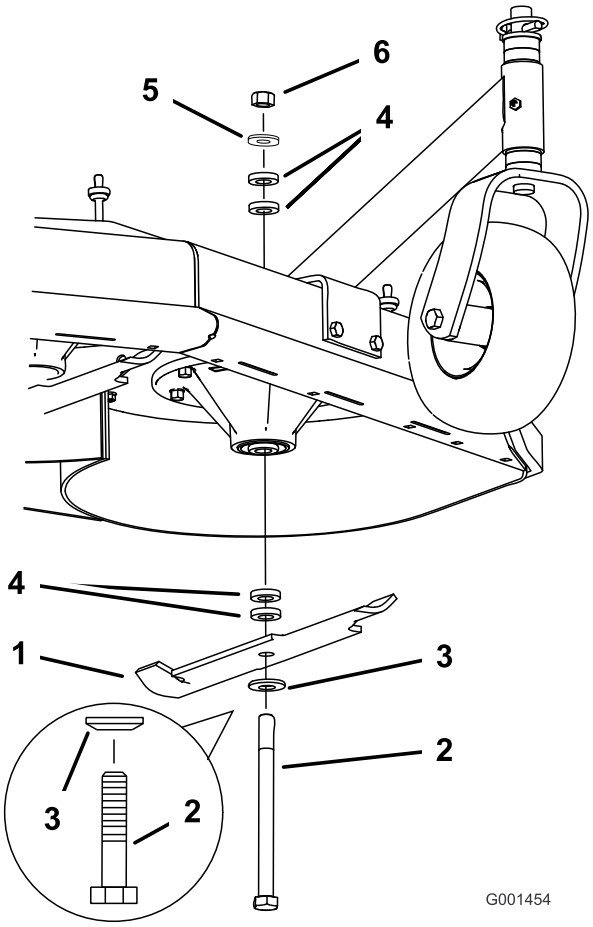

Figura 57
2. Retire la tuerca, el perno de la cuchilla, la arandela curva, la cuchilla, los espaciadores, y la arandela fina del eje (Figura 57).
1. Instale la arandela curva y luego la cuchilla en el perno. Seleccione el número correcto de espaciadores para la altura de corte deseada, y deslice el perno dentro del eje (Figura 57).
2. Instale los espaciadores restantes, en su caso, y sujételos con una arandela fina y una tuerca (Figura 57).